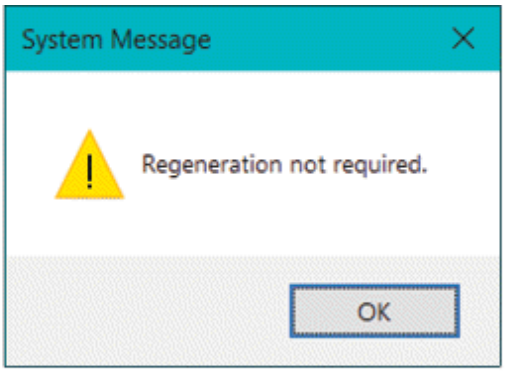

Figure-36. Regeneration system message
- Click on the **All** button from the **Regenerate** group in **Ribbon** to check if all the draft entities are updated. A system message will be displayed showing whether regeneration is required or not; refer to Figure-36. Click on the **OK** button from the message box to exit the tool.